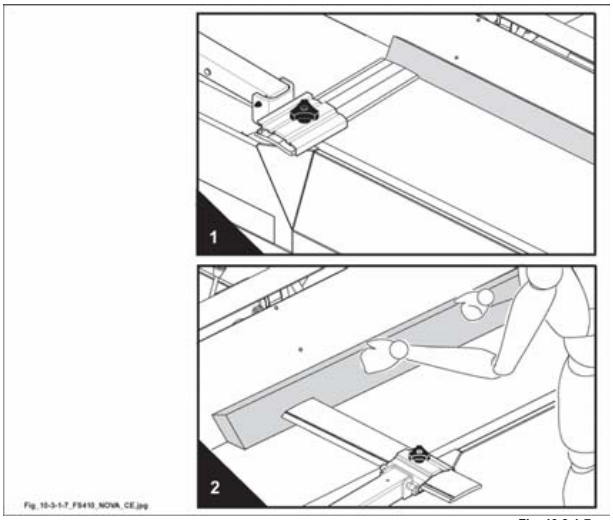

Fig. 10.3-1-7
- Far avanzare il pezzo lungo la guida ed il piano di uscita tenendo la mano a pugno chiuso, e spingere il pezzo in avanti con la mano destra chiusa (2 fig. 10.3-1-7).